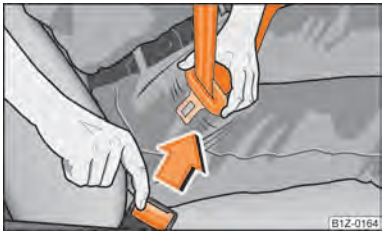

Fig. 121 Releasing lock tongue from belt lock
– Press the red button in the belt lock ⇒ fig. 121. The spring force causes the tongue of the lock to jump out.